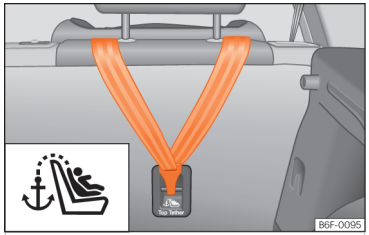
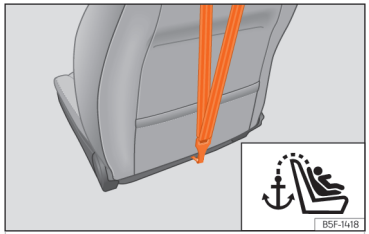

Abb. 43 Rückseite der Rücksitzbank: Halteösen für den Top Tether Haltegurt.
Abb. 44 Rückseite der Beifahrersitzlehne: Verankerung für den Top Tether Haltegurt.
Kindersitze mit dem Top Tether-System sind mit einem Gurt für dessen Befestigung am Verankerungspunkt des Fahrzeugs ausgestattet. Dieser Verankerungspunkt befindet sich im hinteren Teil der Rückenlehne des Rücksitzes und des Beifahrersitzes (mit dem Symbol gekennzeichnet) und bietet einen besseren Rückhalt ››› (Abb. 43), ››› (Abb. 44).
- Den Haltegurt verschieben und ordnungsgemäß an der Verankerung des hinteren Teils der Rückenlehne befestigen ››› (Abb. 43) , ››› (Abb. 44).